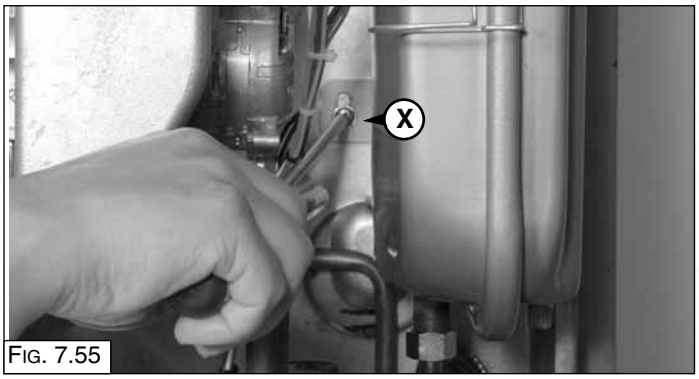

Fig. 7.55
1. Unscrew the screw **"X"** (Fig. 7.55);